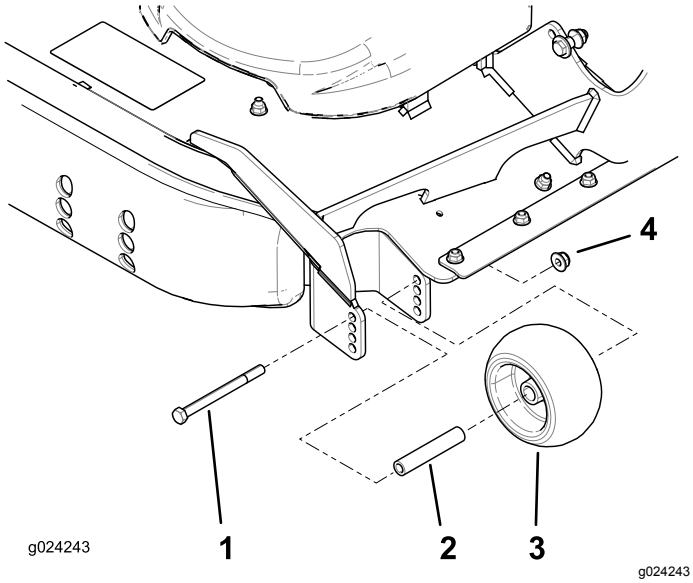

Figur 36
3. Juster antiskalperingsrullerne som vist i Figur 35 og Figur 36.